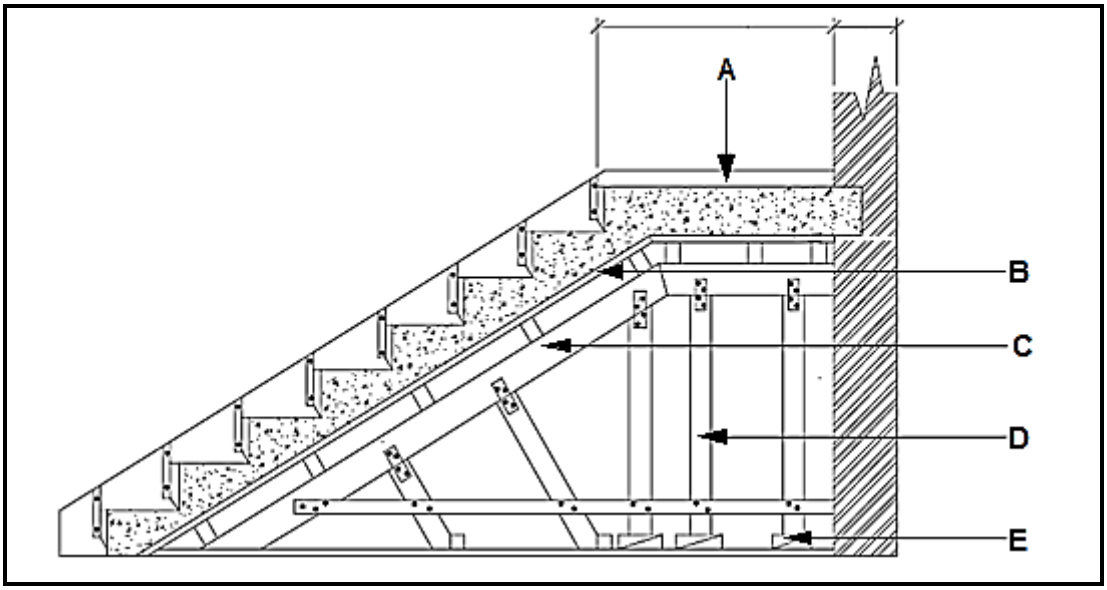

FIGURE 3.6
3.6 FIGURE 3.6 below shows the formwork for a concrete staircase. Study the figure and answer the following questions.